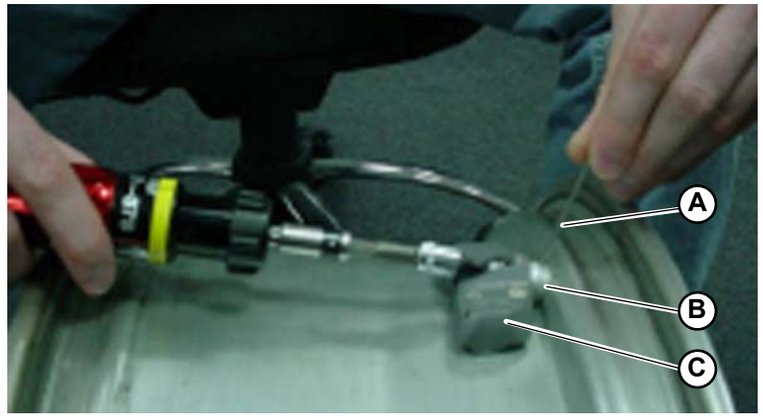

Fig.9
2. Unscrew the TPMS bolt and remove the sensor (**C-Fig.9**) using the torque wrench.